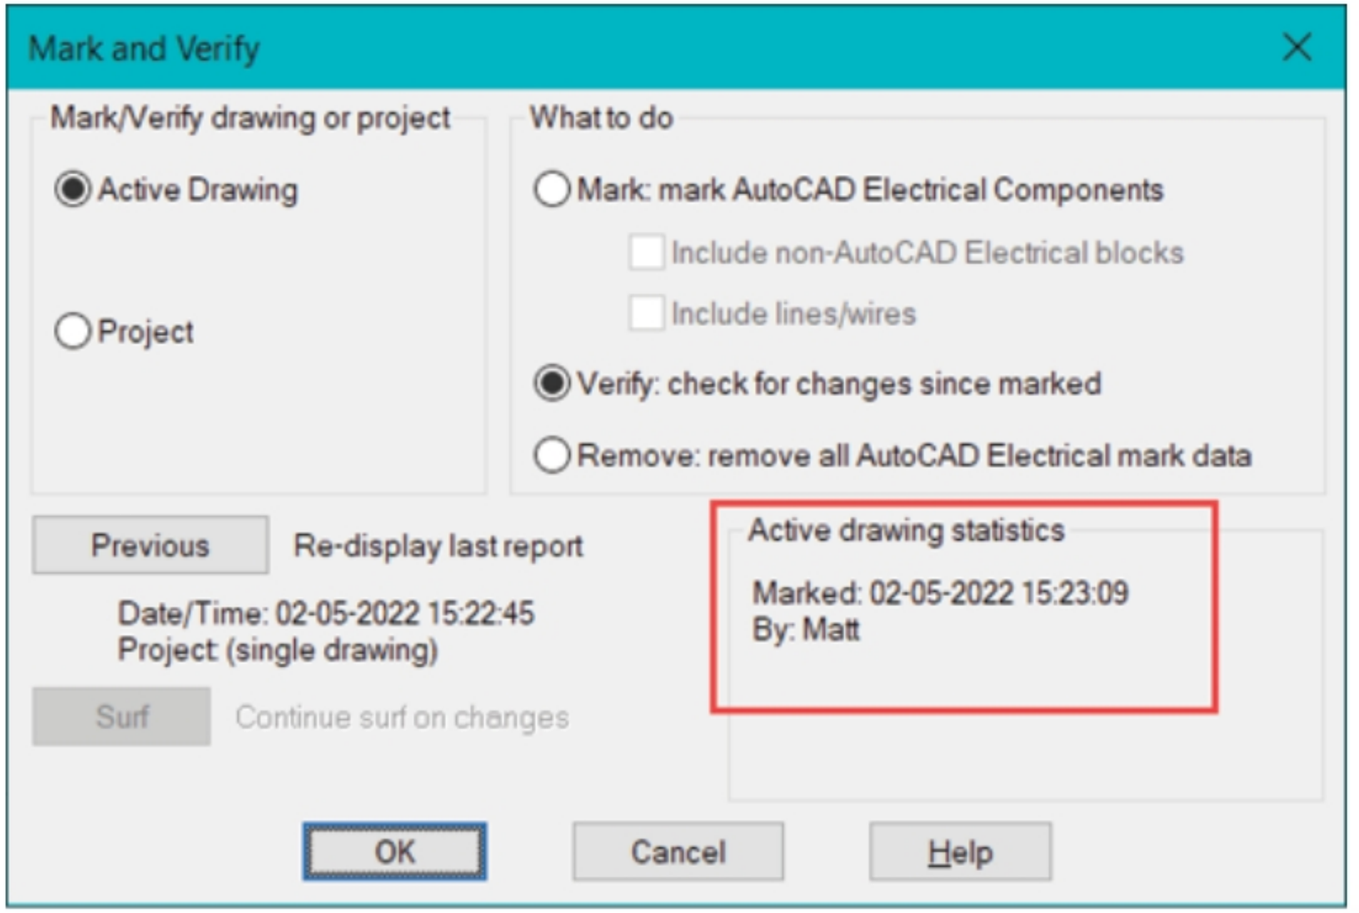

Figure-59. Tracking mark created
- Now, make some changes in the drawing like delete a component, add a new one or so on. Click again on the **Mark/Verify DWGs** tool. You will find that a tracking mark is added in the **Active drawing statistics** area of the dialog box; refer to Figure-59.